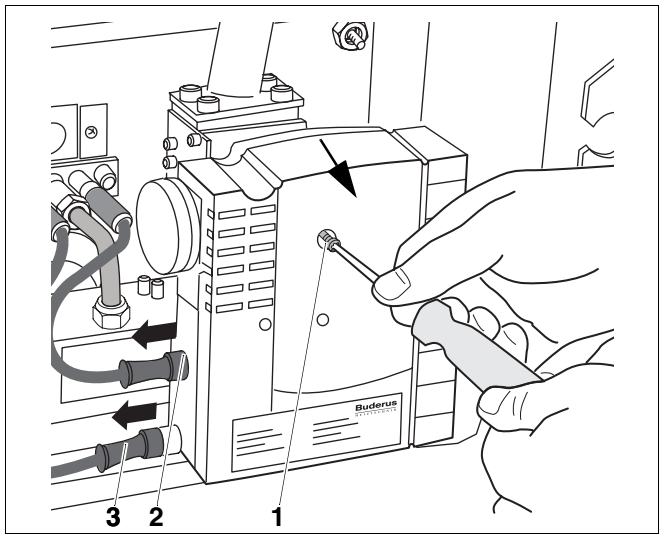

Rys. 39 Odkręcenie śruby mocującej
- Wyjąć wtyczkę zapłonu (rys. 39, **poz. 3)** i czujnika jonizacji (rys. 39, **poz. 2**) z gazowego automatu palnikowego.
- Wykręcić śrubę mocującą (rys. 39, **poz. 1**) z gazowego automatu palnikowego.
- Wyjąć gazowy automat palnikowy z armatury gazowej do przodu (strzałka, rys. 39).